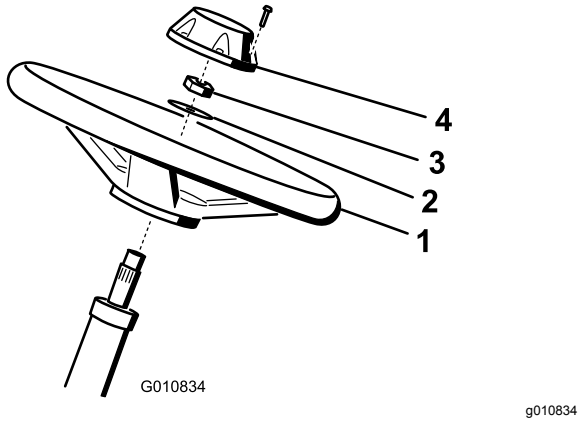

**Figur 4**
1. Trä på ratten på styraxeln (Figur 4).
2. Trä på brickan på styraxeln (Figur 4).
3. Fäst ratten på axeln med en låsmutter och dra åt den till 27–35 N·m (Figur 4).
4. Montera kåpan på ratten och fäst den med sex skruvarna (Figur 4).